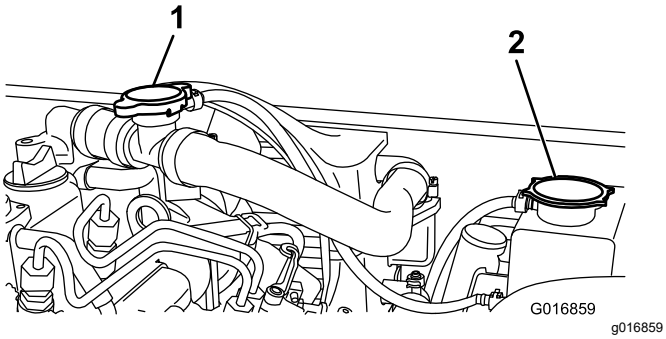

Figuur 55
2. Verwijder de dop van de expansietank (Figuur 55).
2. Verwijder de vuldop (Figuur 55) en vul met koelvloeistof.
3. Plaats de vuldop terug en verwijder de dop van de expansietank (Figuur 55).